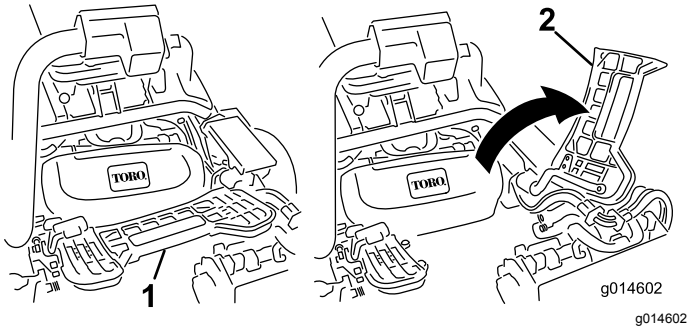

**Figuur 47**
2. Klap de voetsteun omhoog zodat u bij het middelste maaidek kunt (Figuur 47).